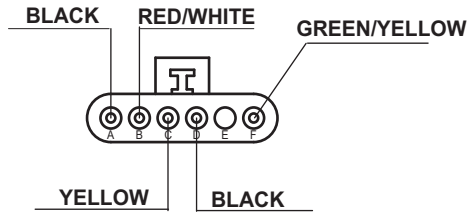

Figure 34
2. Connector view is from back (wire side) (see Figure 34).